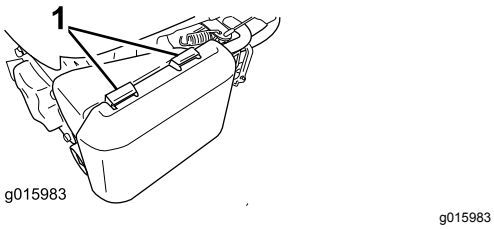

Figur 22
1. Tryck ned spärrhakarna på luftfilterkåpan (Figur 22).